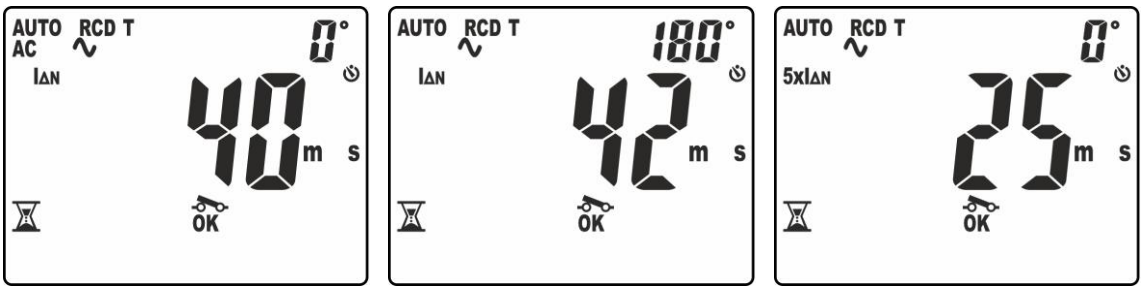

Fig. 32: Tempo de disparo no modo AUTO – Ecrã 1
10. O primeiro teste é aquele que é executado com corrente de teste **IΔn** e polaridade **0°**. O resultado da medição parcial é apresentado no display com indicação “OK” ou “NÂO OK” (ver Fig. 32 – parte esquerda). O símbolo “” intermitente indica que se deve rearmar o RCD
11. O segundo teste é aquele que é executado com corrente de teste **IΔn** e polaridade **180°**. O resultado da medição parcial é apresentado no display com indicação “OK” ou “NÂO OK” (ver Fig. 32 – parte central). O símbolo “” intermitente indica que se deve rearmar o RCD
12. O terceiro teste é aquele que é executado com corrente de teste **5xIΔn** e polaridade **0°**. O resultado da medição parcial é apresentado no display com indicação “OK” ou “NÃO OK” (ver Fig. 32 – parte direita). O símbolo “” intermitente indica que se deve rearmar o RCD